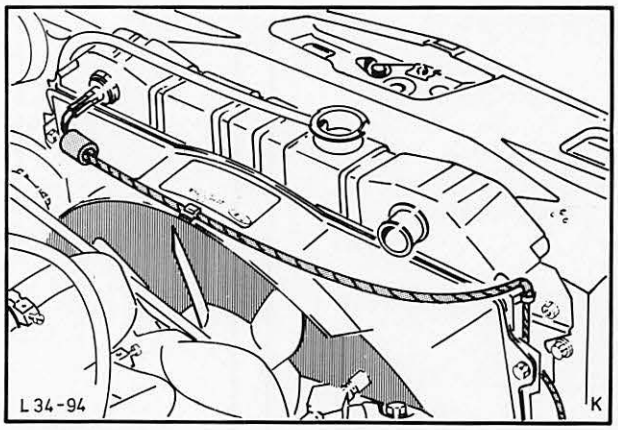

Abb. 65 Kabel – Thermoschalter an Luftführung verlegen
16. Kabel an Thermoschalter anschließen und an Luftführung verlegen, Abb. 65.